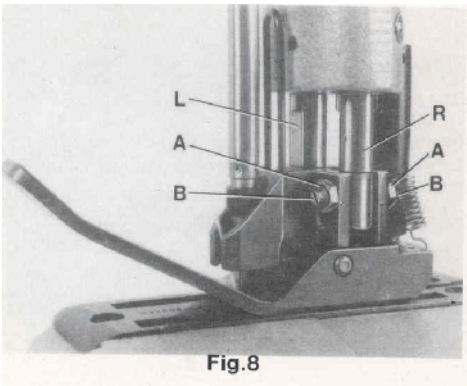

Fig.8
Remove the needle and rotate the pulley until the feed dog is below the throat plate. Depress the presser foot lifter lever and insert the presser foot in the two presser bars (L and R, Fig. 8). The right presser bar (R) should only engage with its pivot in the groove of the presser foot shank.
Loosen the two lock nuts (A, Fig. 8) and align with the two set screws (B), the needle slot in the presser foot with the needle slot in the throat plate. Secure this setting with the two lock nuts (A). Note: The two set screws (A) should just contact the pivot of the right presser bar (R) but not be tightened. Now tighten the two set screws left in the presser foot shank on the left presser bar. Insert the needle.
Entfernen Sie die Nadel und drehen Sie an der Riemenscheibe bis der Transporteur unter der Stichplatte steht. Drücken Sie den Drückerfuß-Lifterhebel und setzen sie den Drückerfuß in die beiden Drückerfußstangen (L und R, Fig. 8) ein. Die rechte Drückerfußstange (R) darf nur mit dem Zapfen in die Nut der Drückerfußnabe eingreifen.
Lösen Sie die beiden Kontermuttern (A, Fig. 8) und richten Sie mit den beiden Gewindestiften (B) das Stichloch im Drückerfuß zum Stichloch der Stichplatte aus. Sichern Sie diese Einstellung mit den beiden Kontermuttern (A). Beachten Sie: Die beiden Gewindestifte (A) sollen am Zapfen der rechten Drückerfußstange (R) gerade anliegen aber nicht drücken. Ziehen Sie jetzt die beiden Gewindestifte links in der Drückerfußnabe auf der linken Drückerfußstange an. Setzen Sie die Nadel wieder ein.